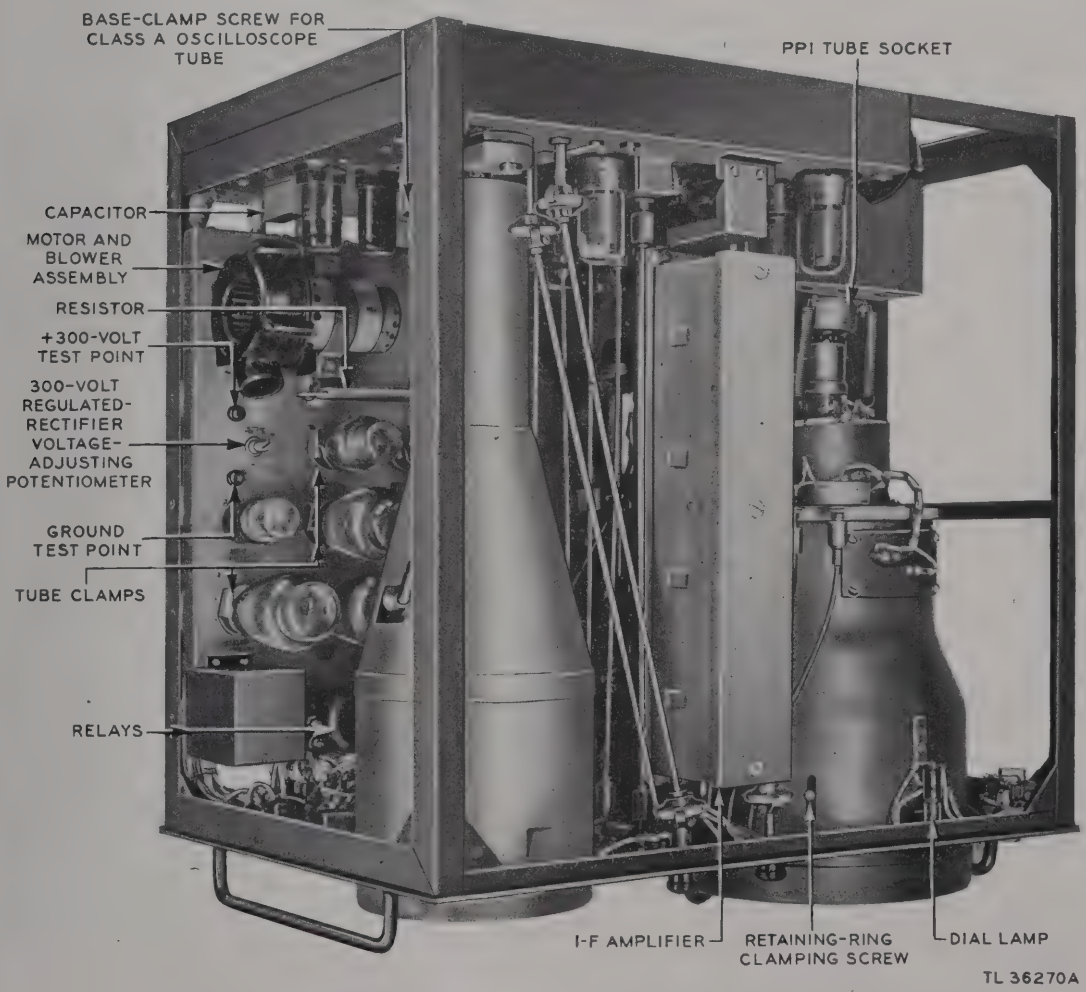

Figure 103. Indicator Unit ID-16/TPS-1A, top and left side view of chassis.
s. Figure 103, Indicator Unit ID-16/TPS-1A, top and left side view of chassis.
(*b*) Measure the +300-volt output at terminals 300V and GND adjacent to potentiometer control 291-1 near the left-hand edge of the power chassis of the indicator unit (fig. 103).
(2) POWER SUPPLY CIRCUITS. The best way of checking the power supply circuits is by means of resistance measurements with the power off. Make sure that the two VR tubes 353-1 and 353-2 are securely in place, since the entire regulated power supply will be shut down and remain inoperative if any one of these tubes is out of place. To locate the defective part or parts within the power supply, proceed to take the necessary resistance measurements as described in section I of this chapter for a typical rectifier circuit. Should voltage measurements be necessary, be *careful.* The output of the high-voltage rectifier can be measured indirectly by measuring the voltage drop across the first of the bleeder resistors. The voltage drop across resistor 280 should be approximately +1,500 volts. The output of a step-down winding on transformer 363 provides filament voltage to all tubes in the indicator unit except those in the power supply itself. This output can be checked at terminal P4 on the terminal strip on the bottom of the power chassis. No output here indicates defective windings on transformer 363 or an open fuse A. Check the a-c input to the power chassis at terminal P17 on the terminal strip on bottom of the power chassis. The +300 and —150 voltage supplies can be measured at terminals P7 and P11 respectively. If a proper reading is not obtained, check the parts within the circuit (fig. 57). The voltage of the regulated +300-volt supply should be adjusted to +300 volts. Potentiometer control 291-1 for this adjustment is located near the left-hand edge of the power chassis (fig. 103). The voltage is measured with a voltmeter between the test points marked 300V and GND which are adjacent to this potentiometer control. This control and the test points are not accessible unless the indicator unit is removed from the tower section.